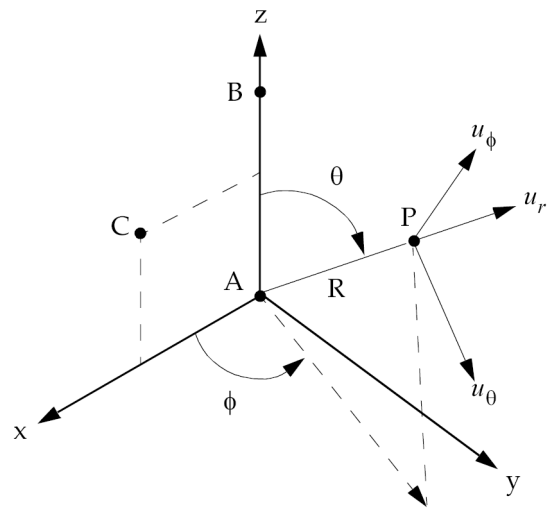

Figure 12-7. CORD2S Definition
5. The location of a grid point (P in Figure 12-7) in this coordinate system is given by (R, θ, φ), where θ and φ are measured in degrees.